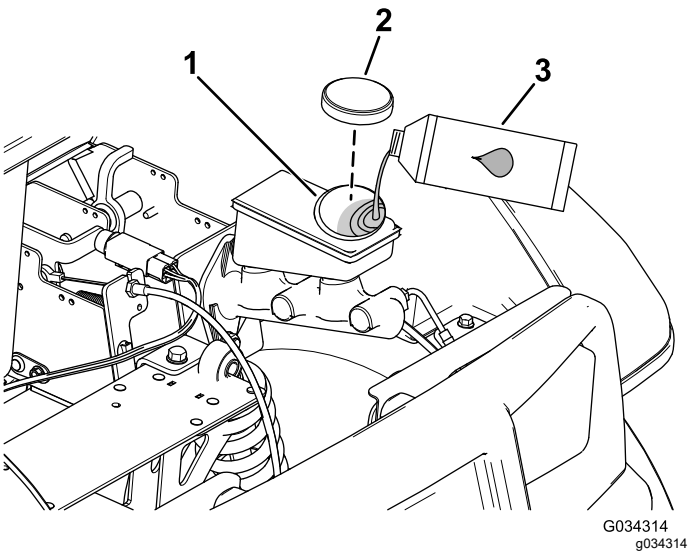

Figure 62
4. Raise the hood to gain access to the master-brake cylinder and reservoir (Figure 62).
A. Clean the area around the reservoir cap and remove the cap (Figure 62).
C. Install the reservoir cap (Figure 62).